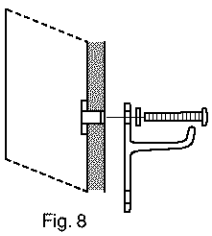

Fig. 8
13. Position the Wall Bracket in place and install the four 1/4-20 bolts, including washers, in each of the outside corner holes. Do not tighten completely (refer to Figure 8).